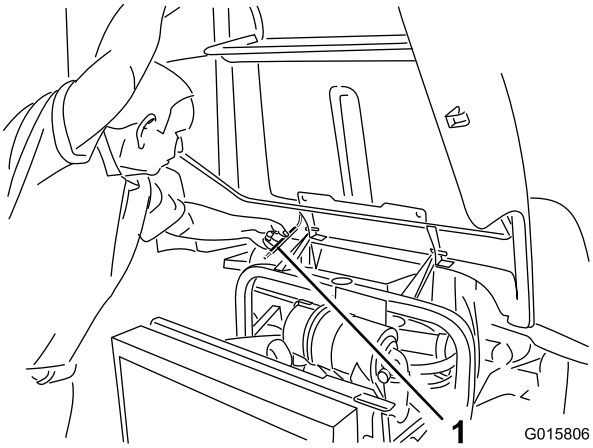

Figura 38
2. Levante el capó hasta que la varilla pueda colocarse detrás del tubo del bastidor (Figura 38).